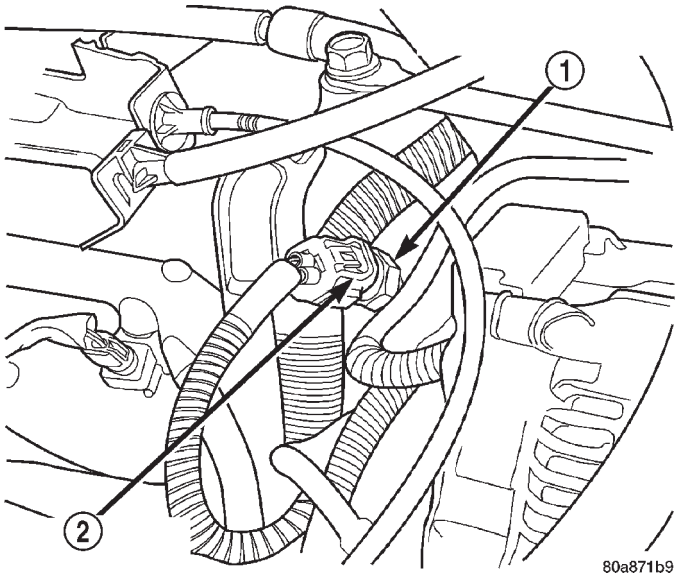

Fig. 33 Air Temperature Sensor—5.9L
The intake manifold air temperature sensor is located in the front/side of the intake manifold (Fig. 33).
(1) Remove air cleaner assembly.
(2) Disconnect electrical connector at sensor (Fig. 33).
(3) Remove sensor from intake manifold.